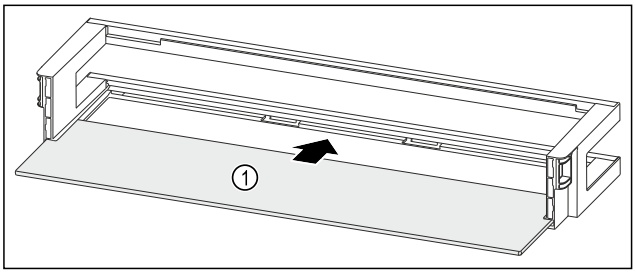

Fig. 204 Balconnet de contre-porte avec tablette de rangement
▶ Insérer la tablette de rangement *Fig. 204 (1)* dans les évidements latéraux.